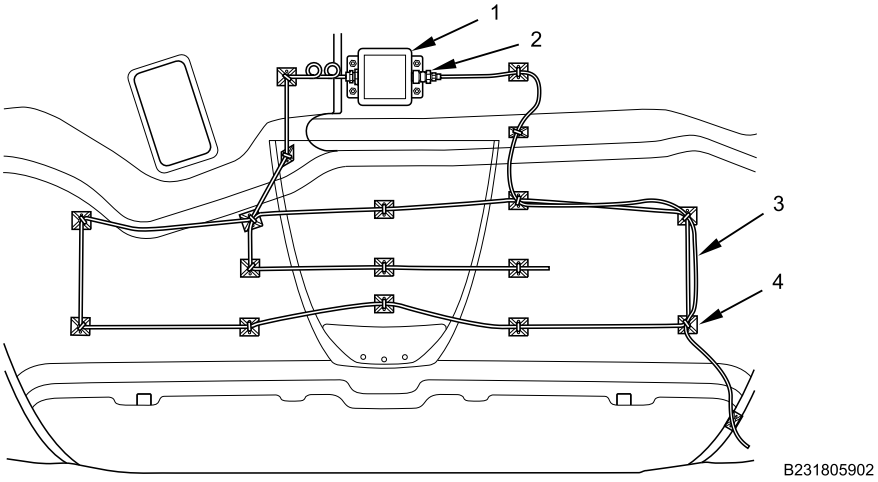

Figure 2. Underside of Hood Assembly.
3. Disconnect FSS chassis harness connector (Figure 2, Item 2) from FSS engine sensor (Figure 2, Item 1).
4. Remove and discard cable lock straps (Figure 2, Item 4) from FSS engine harness (Figure 2, Item 3).